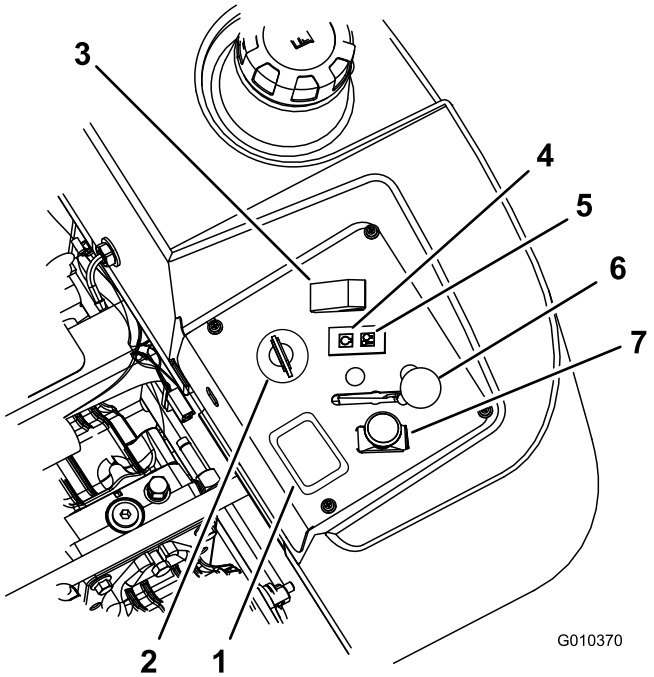

Figur 12
4. Skyv spaken for kraftuttak til stillingen Av (Figur 12).